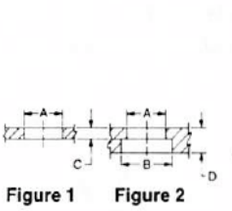

Figure 1 Figure 2
1. Drill or punch mounting hole in panel to "A" diameter, as indicated in Table I for your particular part number. See Figure 1.